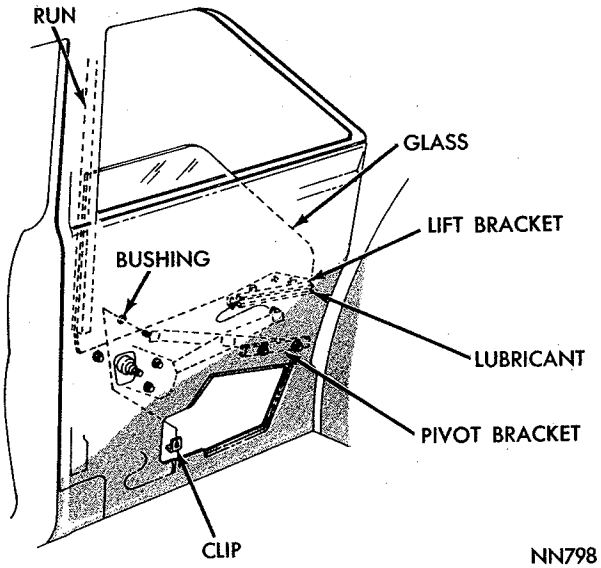

*Fig. 143—Quarter Window Replacement—Sedan*
(1) Remove clip attaching regulator front arm stud in bushing of glass (Fig. 143) and remove stud.
(2) Move glass rearward and disengage regulator rear arm roller from pivot bracket channel.